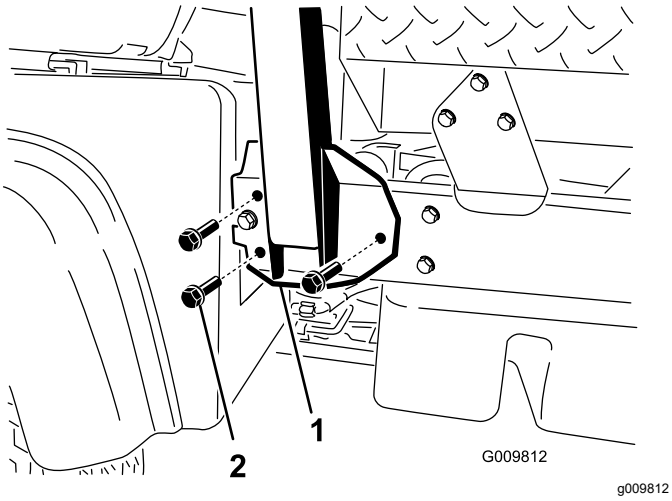

Figur 4
2. Rikta in störtbågens samtliga sidor mot monteringshålen på maskinramens bägge sidor (Figur 4).
3. Fäst störtbågens monteringsfäste på maskinramen med tre flänsskruvar (½ x 1 ¼ tum) på varje sida (Figur 4).